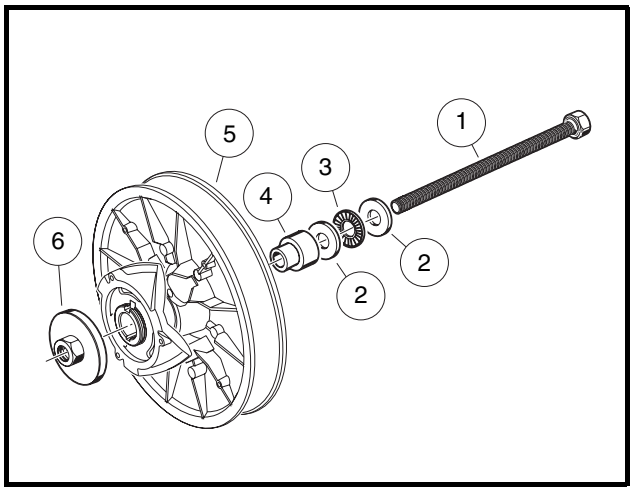

Figure 17-20 Cam Installation Tool
5.2.1. With the clutch loosely assembled, set the edge of the clutch body (5) on a clean, flat surface **(Figure 17-20, Page 17-15)**.
5.2.3. Slide the bolt (1) through the clutch body (5) until the threaded bolt, washers, bearing, and hub guide are against the fixed face hub **(Figure 17-20, Page 17-15)**.